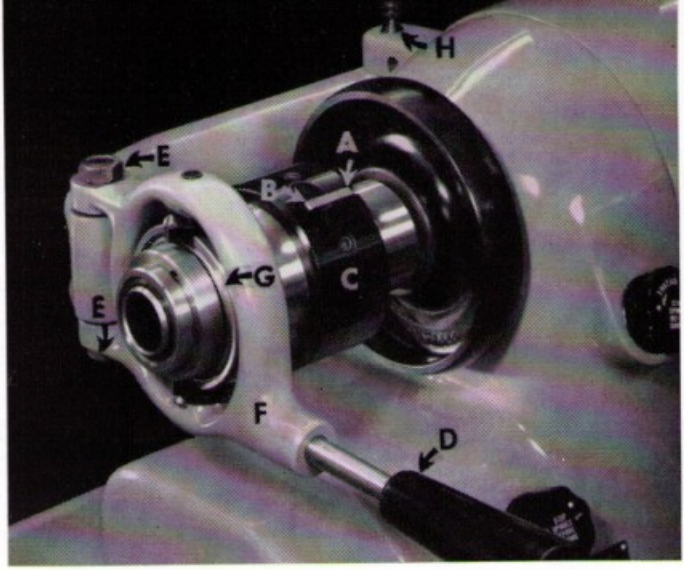

Figure 11
ADJUSTING COLLET CLOSER — Figure 11
2. Open collet closer latch **"A"**, Figure 11, by pressing down at point **"B"**.
3. Engage the collet closer tube on the collet or step chuck and thread about two turns only. To turn the collet closer tube, the operator, using his left hand, turns the black shell guard **"C"**, Figure 11, forward while he holds the collet or step chuck in place with his right hand.
5. Move lever **"D"**, Figure 11, to the extreme left or closed position and then turn shell guard **"C"** toward the operator until it is drawn up as far as it will go by hand. If headstock spindle should turn, lock spindle by pressing in spindle lock pin **"D"**, Figure 3, Page 12. To engage lock pin into notches provided, turn the spindle by hand until pin enters notch to lock.
The two adjusting screws and lock nuts located at **"E"**, Figure 11, are set at the factory. By adjustment of lock nuts **"E"**, lever yoke **"F"** is raised or lowered so there is no pressure on bearing **"G"**.
HOW TO REMOVE COLLET CLOSER — Figures 11 and 12
To remove the collet closer remove link pin **"H"**, Figure 11. This pin is easily removed by the use of a mallet and brass punch, striking pin at bottom.
CAUTION: DO NOT REMOVE COLLET CLOSER BY REMOVING SCREW "E", Figure 11. This screw is adjusted properly at the factory for proper operation of collet closer. Remove link pin **"H"**, Figure 11, only. After removing pin **"H"** remove collet closer as shown in Figure 12. It is then necessary to remove adjusting nut **"A"**, Figure 12. This is done by pulling nut straight off end of spindle. **DO NOT TURN ADJUSTING NUT — IT IS NOT THREADED TO SPINDLE.**
Apply a film of light oil on rear of headstock spindle and apply adjusting nut **"A"**, Figure 12. Apply a film of light oil on bearing section **"B"**, Figure 12, of collet closer tube and slide closer on machine and insert link pin **"H"**, Figure 11.